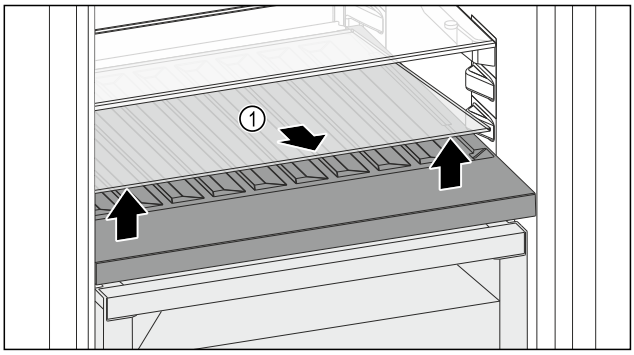

Fig. 137
▶ Lift the glass shelf *Fig. 137 (1)* at the front and remove.
▶ Store the glass shelf *Fig. 137 (1)* in a safe place outside the appliance.